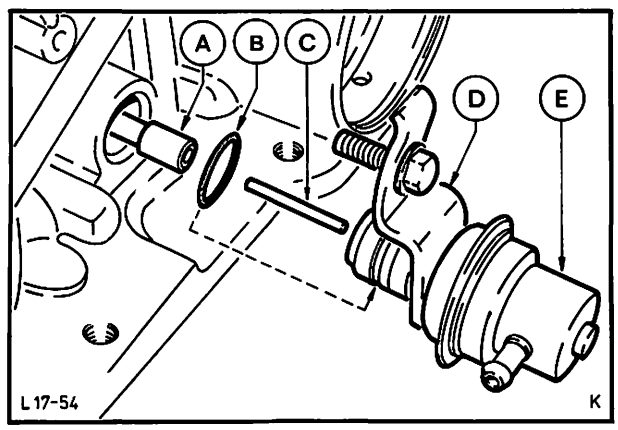

Abb. 81 Vakuummembrane montieren
35. Drosselventil einsetzen (mit der Bohrung nach außen zeigend), Steuerstift und Vakuummembrane mit neuem O-Ring montieren. Abb. 81. Halter anschrauben (1 Schraube). Dabei muß die Membrane fest am Gehäuse anliegen und der Halter darf nicht verzogen sein.